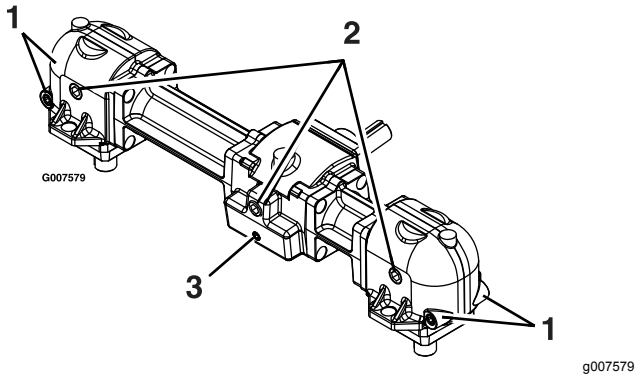

**Figure 33**
5. Enlevez le grand bouchon de vidange d'huile à l'avant de chacune des trois éléments du boîtier d'engrenages, et vidangez l'huile (Figure 33).